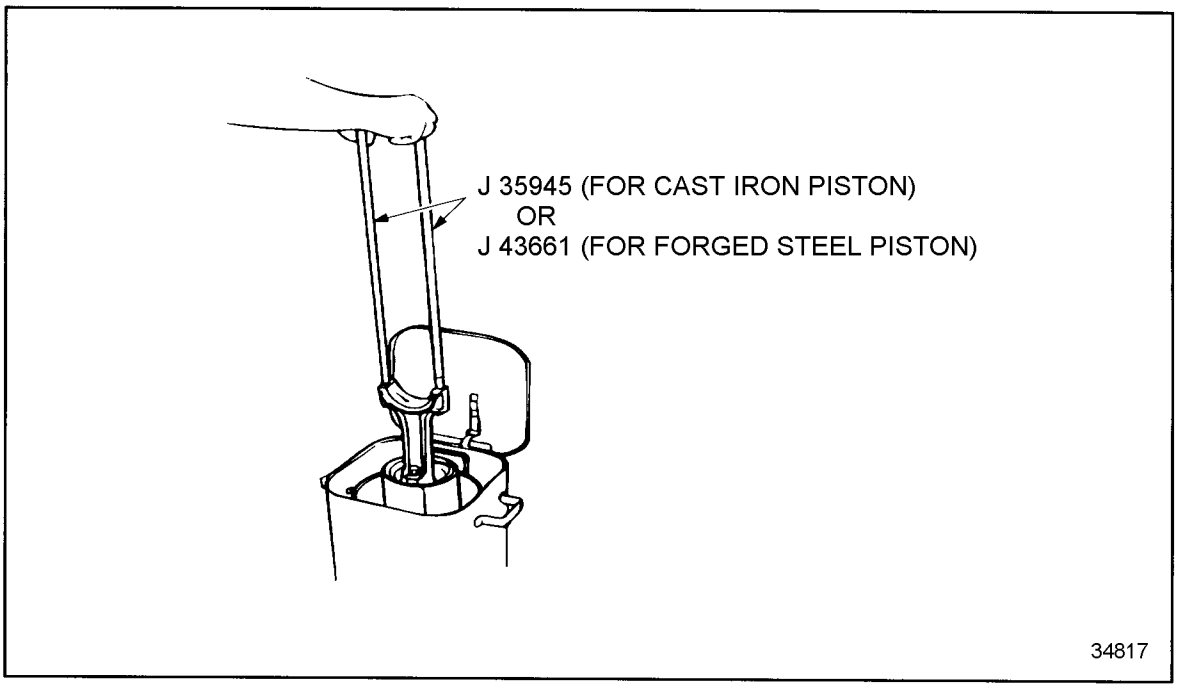

Figure 1-298 Connecting Rod Guides Installation
12. Install connecting rod guide, (J 35945 for cast iron piston or J 43661 for forged steel piston) over the ends of the connecting rod bolts to prevent damaging the crankshaft journals or the joint face of the rod. The guides also prevent the connecting rod from contacting the liner and damaging the surface. See Figure 1-298.